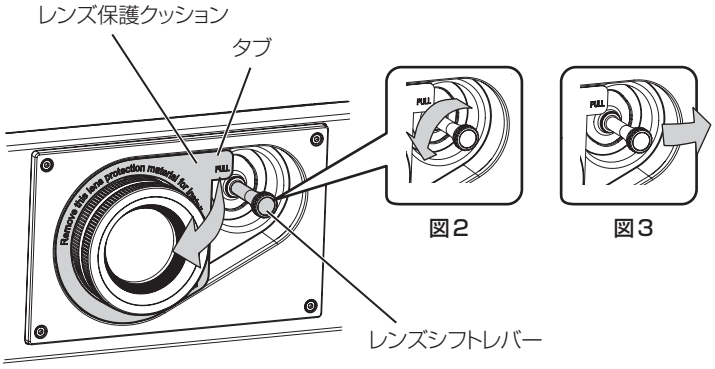

図1
2)　レンズ保護クッションのタブを持ち、矢印の方向に引いて取り外す（図 1）